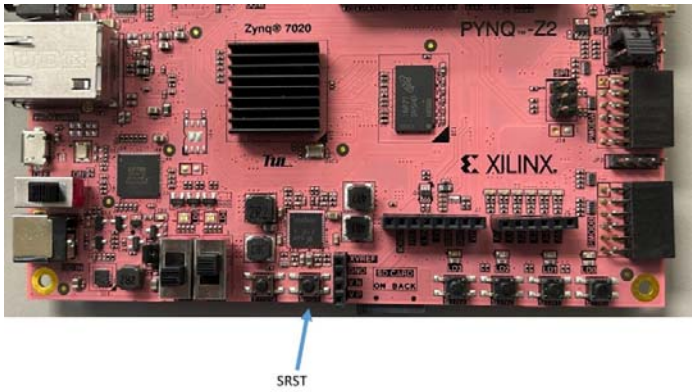

Figure 18
1) Entre chaque exécution de Debug Configurations, assurez-vous de faire un reset (voir bouton SRST sur figure 18) sur la carte. Surtout si le message suivant apparait :